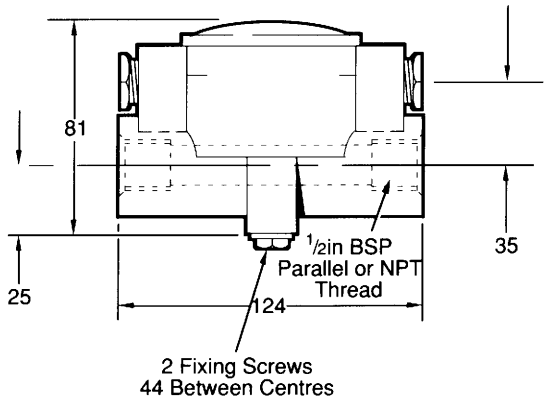

Fig 4.9 Overall Dimensions (Model 2045 Conductivity Cell)
4.5.2 Flow-line Cell (Model 2045) – Fig. 4.9